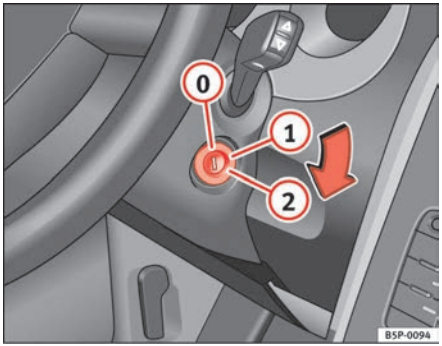

**Fig. 138 Ignition key positions**
In this position ⇒ fig. 138 the ignition and the engine are OFF and the steering may be locked.
– Turn the ignition key to position ⇒ page 167, fig. 138 (1). The indication lamp ⌀ will light for engine pre-heating.
– When the warning lamp turns off, turn the key to position (2) to start the engine. Do not press the accelerator.
– Turn the ignition key to position ⇒ page 167, fig. 138 (0).